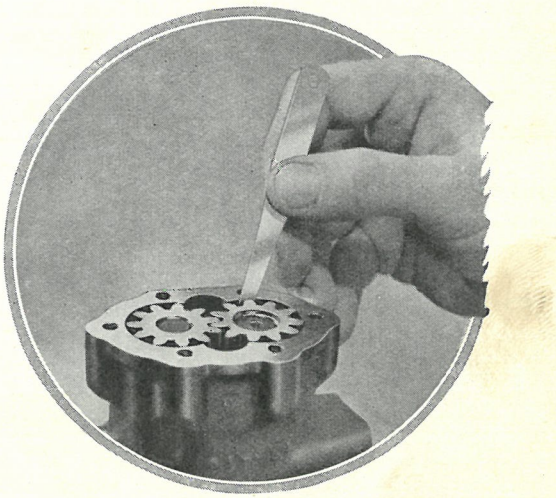

Fig. A.10.
1. Measure the diametrical clearance between the teeth of the gears and the pump body (see Fig. A.10). This should not be more than ·006 in. (·15 mm.).